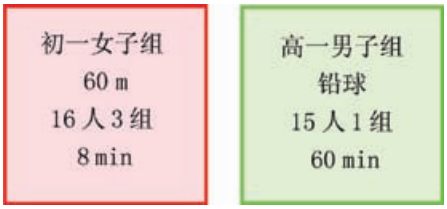

图3–28　纸牌样式
2. 根据竞赛项目分组安排，估算各项竞赛所需要的时间，用卡纸制作牌子，写上决赛的项目、人数、组数和所需时间（样式如图3–28，用不同的颜色表示男女组别）。全部牌子制作完毕，反复检查，确保整场赛事安排不漏项。